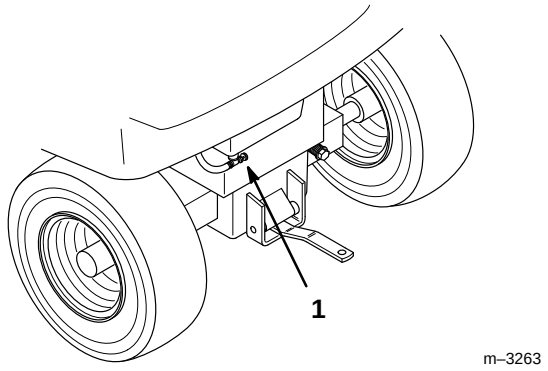

Figure 42
2. Fermer le robinet de carburant sous le réservoir (Fig. 42 & 43).
2. Fermer le robinet d'essence sous le réservoir (Fig. 42 & 43). Ouvrir le capot et déposer les panneaux latéraux.
6. Rouvrir le robinet d'essence sous le réservoir (Fig. 42 & 43).